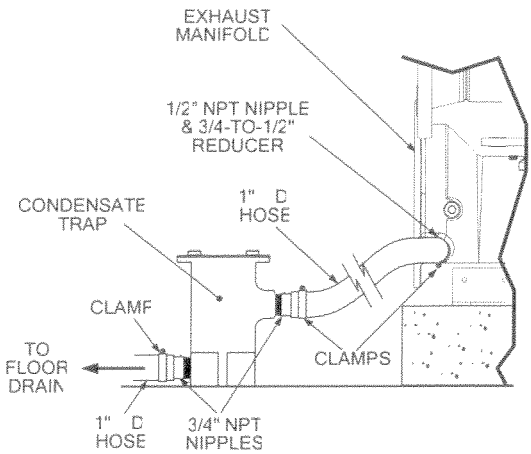

Figure 2.5
3. Refer to Figure 2-5 and connect the condensate drain trap to the exhaust manifold as described in steps 4 through 7.
5. Attach a length of 1" I.D. polypropylene hose between the exhaust manifold drain and the inlet side of the condensate trap (Fig 2.5). Secure both ends of the hose with clamps.